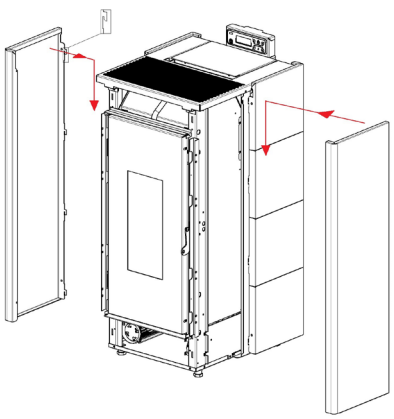

Fig. 30 - Die Platten einhaken
- Die farbigen Platten einsetzen: Die vordere Seite unter den Führungen am Ofen zusammenstecken, dann hinten über die Zähne einhaken (siehe **Fig. 30 auf S. 20**).